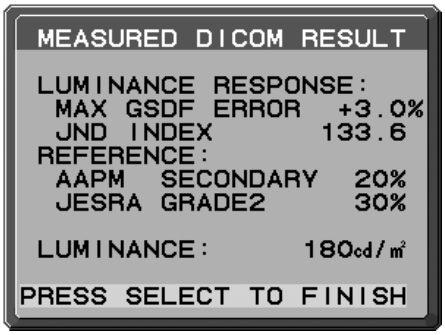

Figure D.2
4. Le message RÉSULTAT MESURÉ DICOM s'affiche **(Figure D.2)**. Vous pouvez définir la DATE et l'HEURE grâce aux touches de commande. Appuyez ensuite sur SELECT.